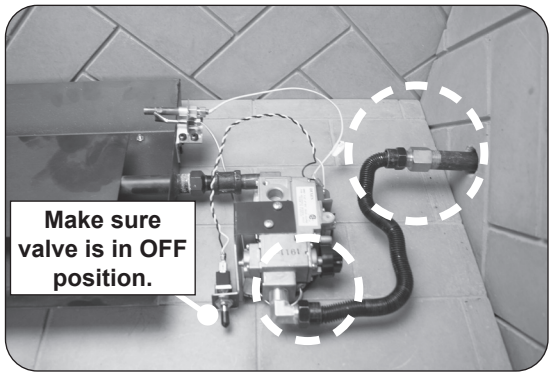

Fig. 16-3 Perform leak test
6. LEAK TEST: Make sure the burner valve is in the OFF position. Turn on the fireplace gas supply, and test at all connections for leaks using the appropriate soapy water solution. See Fig. 16-3. If bubbles appear, a leak is present. Turn off the gas and tighten at all connections. Repeat until no leaks are present. If a leak persists, turn off the gas supply and contact the local gas company or dealer. NEVER USE A FLAME TO CHECK FOR LEAKS.